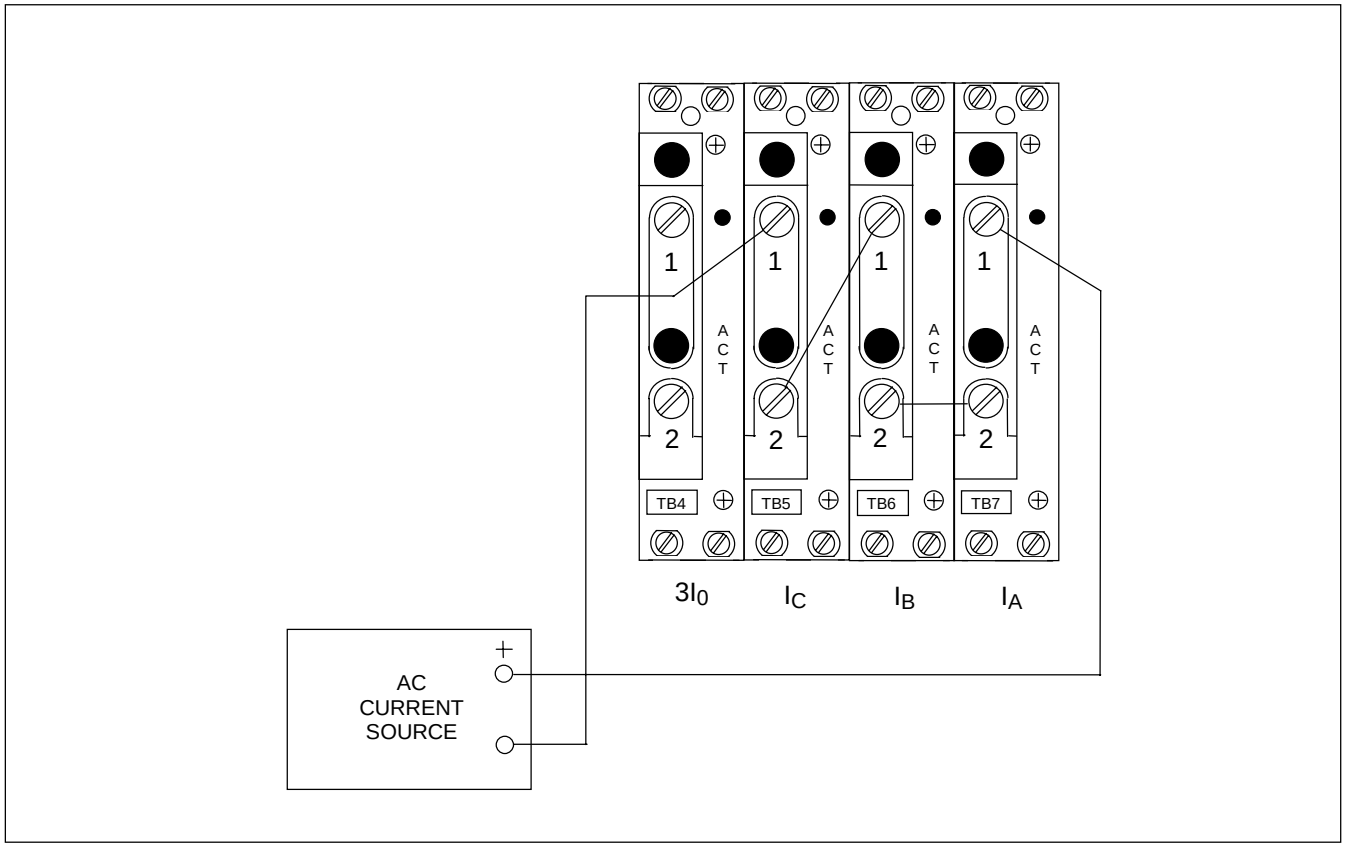

Figura 8-3. Conexion de prueba que simulan un fallo trifásico interno
1. Conecte el circuito de prueba como se muestra en la Figura 8-3.